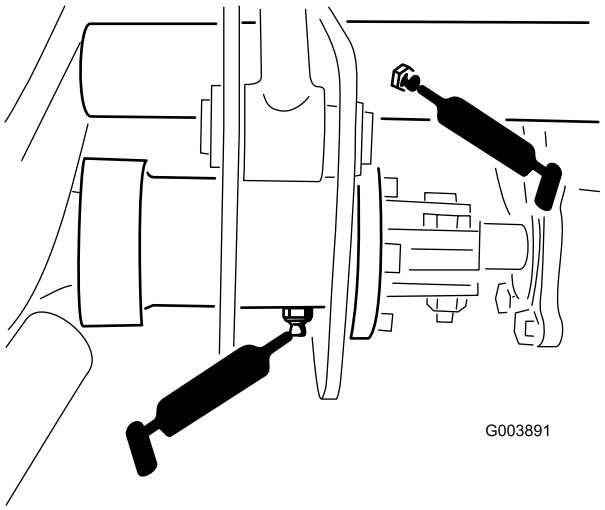

Figur 44
- Fem nipler på dreietappene på løftearm (Figur 44)
- Én nippel på drivakselclutchen (Figur 44)